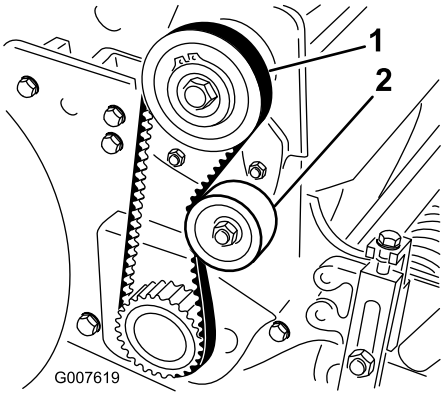

Figur 35
2. Kontroller remspændingen ved at trykke remmen ned midtvejs mellem remskiverne (Figur 35) med en kraft på 18 til 22 N. Remmen skal afbøje 6 mm.
A. Løsn styreremskivens monteringsmøtrik, og drej styreremskiven med uret mod bagsiden af remmen, indtil du opnår den ønskede remspænding (Figur 35).